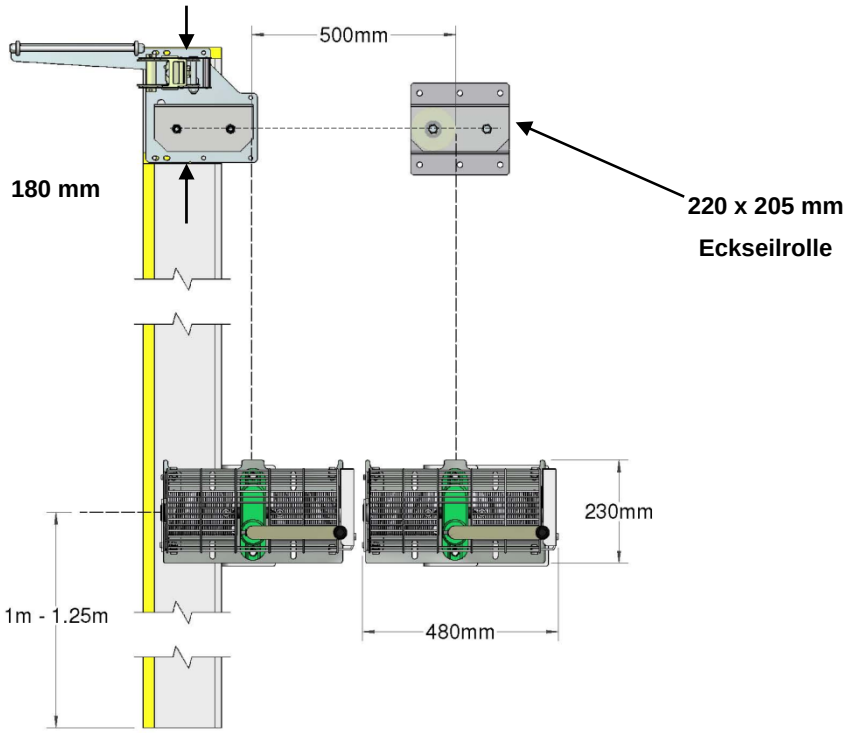

Abbildung 25
8.3 Zusätzliche Eckseilrolle - ersetzt Abschnitt 2.2: Befestigen Sie die Eckseilrolle wie in Abbildung 25 gezeigt und achten Sie dabei darauf, dass der Abstand zwischen den Hubseilen der beiden Tore 500 mm beträgt. Vier M10 x 50 Schrauben zur Befestigung der Eckseilrollenplatten an einer Metalloberfläche mit einer maximalen Dicke von 25 mm werden mitgeliefert. (d. h. Platte, U-Profil, Doppel-T-Träger usw.). Bei Verankerung in Holz oder Beton muss der Kunde eigene Befestigungsmittel zur Verfügung stellen. Vergewissern Sie sich, dass die Montageoberfläche für das maximale Gewicht des Systems von 350 kg geeignet ist.